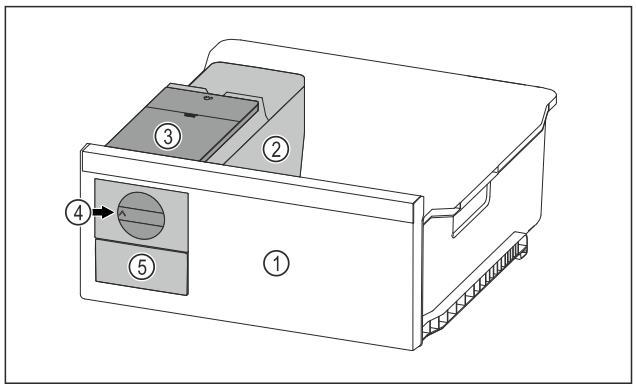

Fig. 102 Reprezentare exemplificatoare
▶ Rotiți butonul rotativ *Fig. 102 (4)* în sens orar până la opritor.
▷ Cuburi de gheață cad din tava pentru cuburi de gheață în sertarul pentru cuburi de gheață *Fig. 102 (5)*.